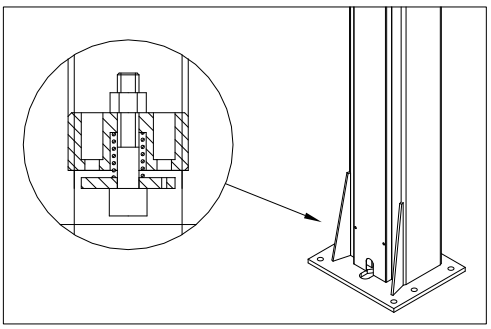

Fig. 12
• En cas de fuite soudaine et importante dans le circuit hydraulique, notamment rupture d'une conduite, les clapets de blocage situés en bas de chaque vérin se déclenchent (fig. 12).